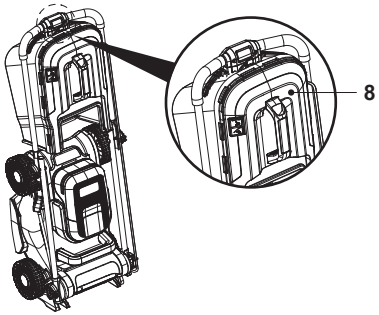

Fig. 22
7. Il est recommandé de ranger la tondeuse à gazon avec le bac de ramassage (8) accroché à la tondeuse et l'obturateur mulching (24) installé dans la tondeuse (Fig. 22).